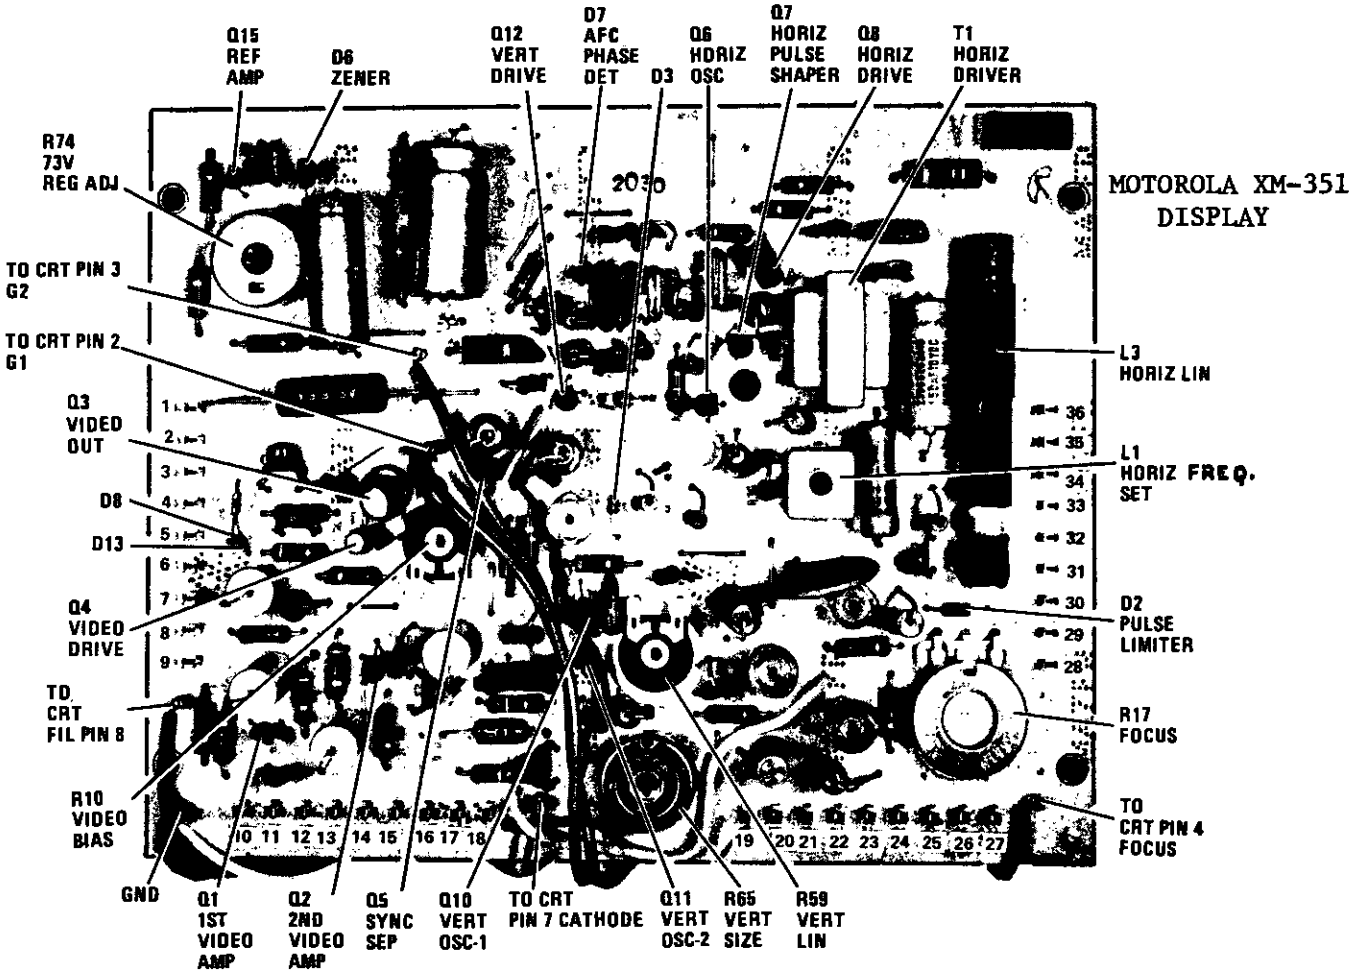

FIGURE 7-4 MOTOROLA VIDEO DISPLAY BOARD
2. Connect a voltmeter to pin 22 of the video PCB and adjust Regulator, R74 (see CAUTION below), for a meter reading of +73.0 vdc $\pm$ 1.0 vdc. See Figure 7-4.